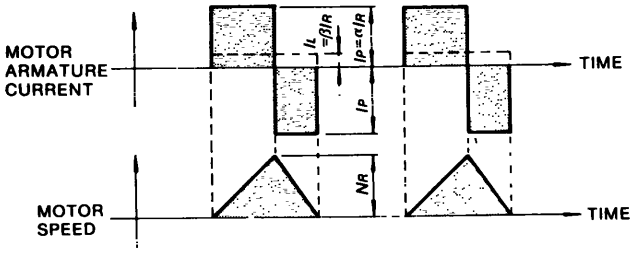

Fig 4 4 Timing Chart of Motor Armature Current and Speed
- **When the motor accelerates, runs at constant speed, and decelerates in a continuing cycle without being at standstill (Fig 4 5)**